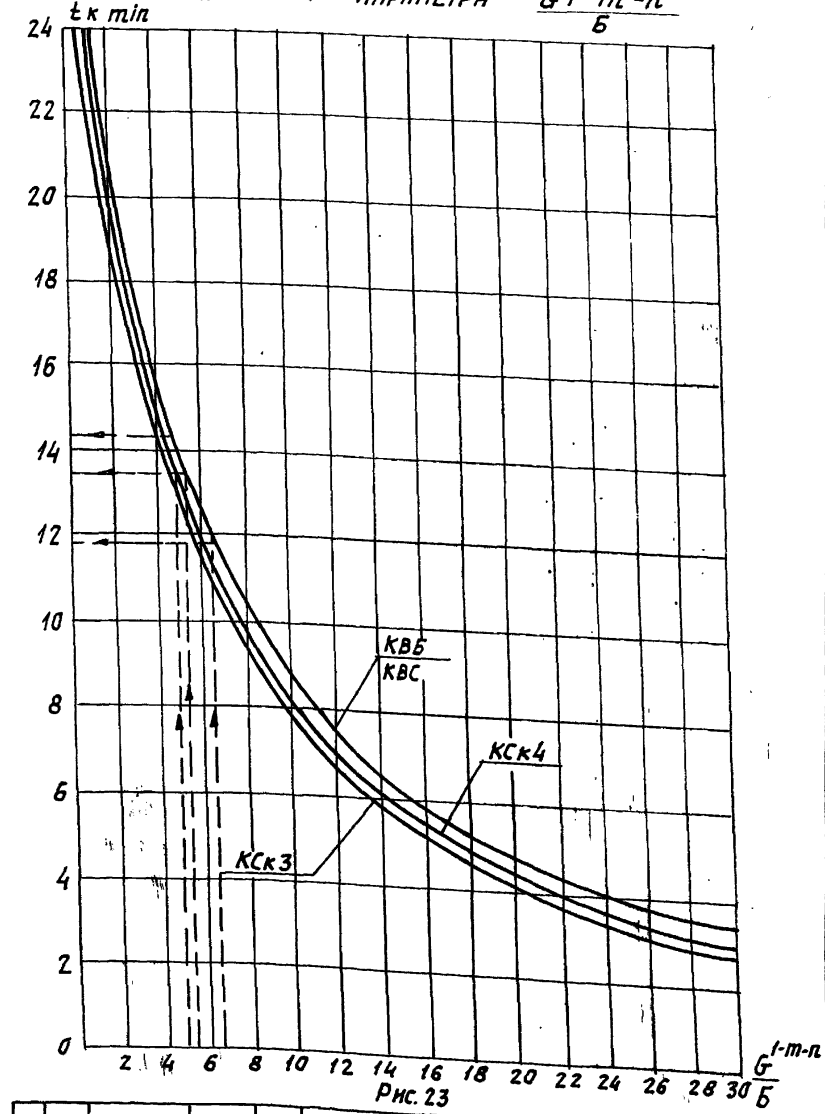

Рис. 23
5.1 Способ регулирования теплопроизводительности выбирается из условия, что при количественном регулировании температура обратного теплоносителя в переходный период при $t_н = 0°C$, не должна быть ниже 20°С, а скорость движения теплоносителя при количественном регулировании не ниже 0,12 м/с. На рис. 23 приведены графики зависимости минимально допустимой температуры приточного воздуха $t_{к\,min}$ от параметра $\frac{G\,1-m-n}{б}$ для различных типов калориферов, при которой $t_к = 20°C$.
По значению параметра $\frac{G^{1-m-n}}{б}$ с помощью графика приведенного на рис. 23, определяется минимально допустимая температура приточного воздуха $t_{к\,min}$
По графику на рис. 23